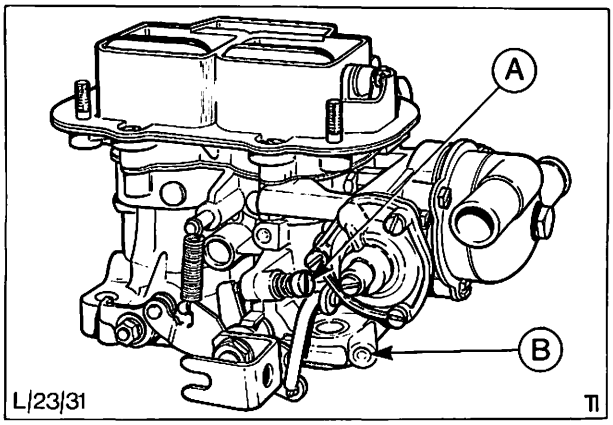

Abb. 52 Weber-Registervergaser (alle Modelle außer Schweden)
6. Leerlaufdrehzahl-Einstellschraube auf die richtige Drehzahl einstellen, Abb. 52 und 53 (siehe Technische Daten).